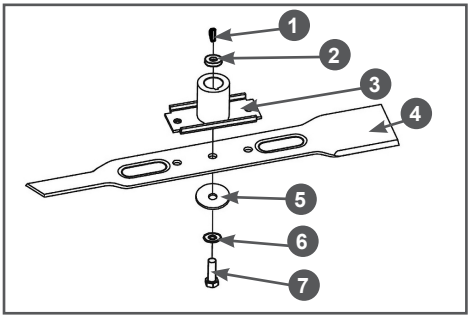

Рис. 26 Установка ножа
4. Измерьте зазор А между электродами свечи зажигания специальным щупом В. Зазор должен быть 0,7-0,8 мм (Рис. 26). При увеличении или уменьшении требуемого зазора, рекомендуется заменить свечу, так как регулировка зазора может привести к изменению качества искрообразования.
2. С помощью соответствующего инструмента открутите болт 7 крепления ножа и снимите нож (Рис. 26).
3. Снимите с вала двигателя адаптер 3 ножа и втулку 2 адаптера (Рис. 26).
4. Убедитесь в том, что шпонка 1 адаптера на месте и не имеет повреждений (Рис. 26). Во избежание утери шпонки во время заточки ножа или других работ по обслуживанию газонокосилки извлеките шпонку из шпоночного паза и уберите в надёжное место.
7. Установите все детали на место в порядке, обратном снятию. Схема установки показана на Рис. 26.
8. Зафиксируйте нож от проворачивания и надёжно затяните болт 7 крепления ножа (Рис. 26).